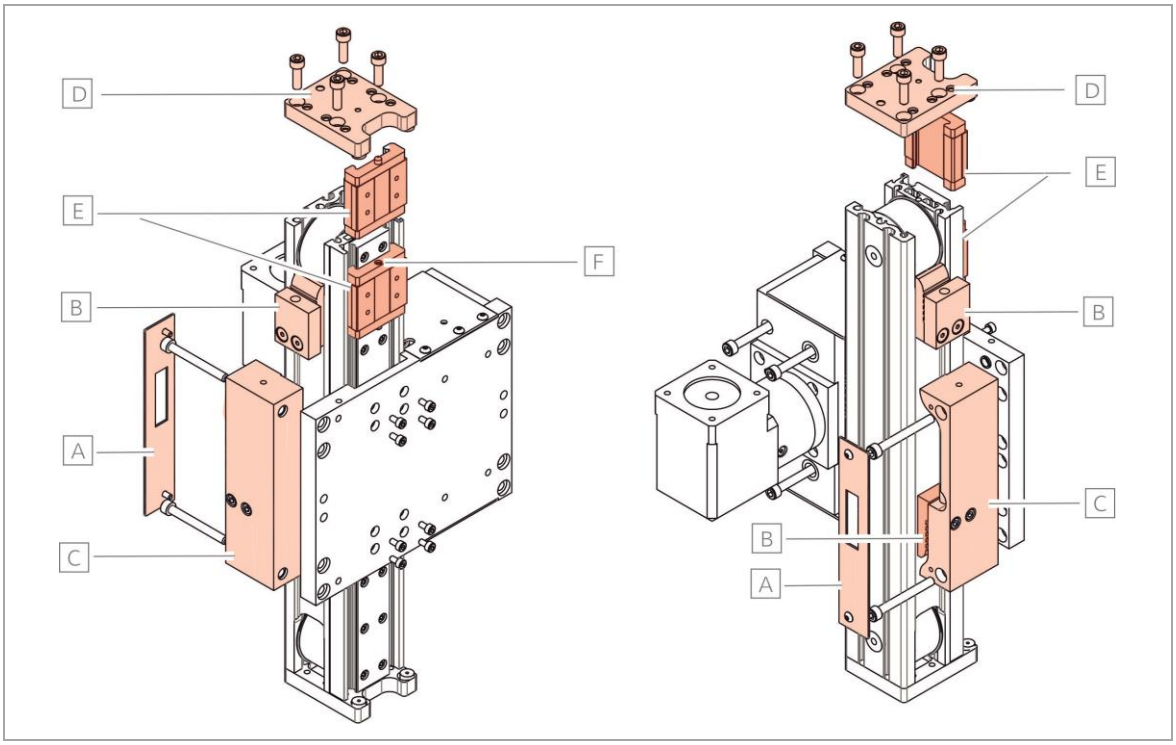

Figure 34 Exchange guide carriages/guide rail/toothed belt(module 60/33)
(1) Relieve toothed belt.
(2) Disassemble cover (see [A] in Figure 34, 47) the bracket plate [C].
(3) Release and remove the belt buckle [B].
(4) Remove the bracket plate [C] to take out the toothed belt.
(5) Disassemble one of the two end plates [D].
(6) Remove the screws for guide carriage [E] and push the guide carriage off of the guides.
(7) Clean the guide rail and check it for wear or damage; grease it or replace it if necessary.
(8) Check further moving parts for wear and function, replace if necessary.
(1) Push (if appl. new) guide carriage (see [E] in Figure 34, bottom) onto the guide rail.